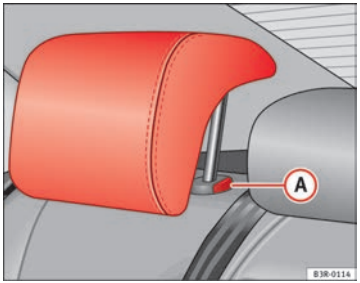

Fig. 111 Outer rear seats: Head restraints
– Press button (A) ⇒ Fig. 111 and lower the head restraint.
– Press button (A) ⇒ Fig. 111 and pull out the head restraint.